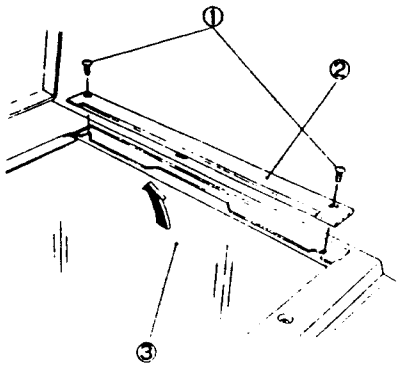

Рис. 1 NZM-0048
3. (Рис. 1): Снимите стекло экспонирования.
①. Отверните винты (2).
②. Снимите прижимную планку стекла экспонирования.
③. Снимите стекло экспонирования.